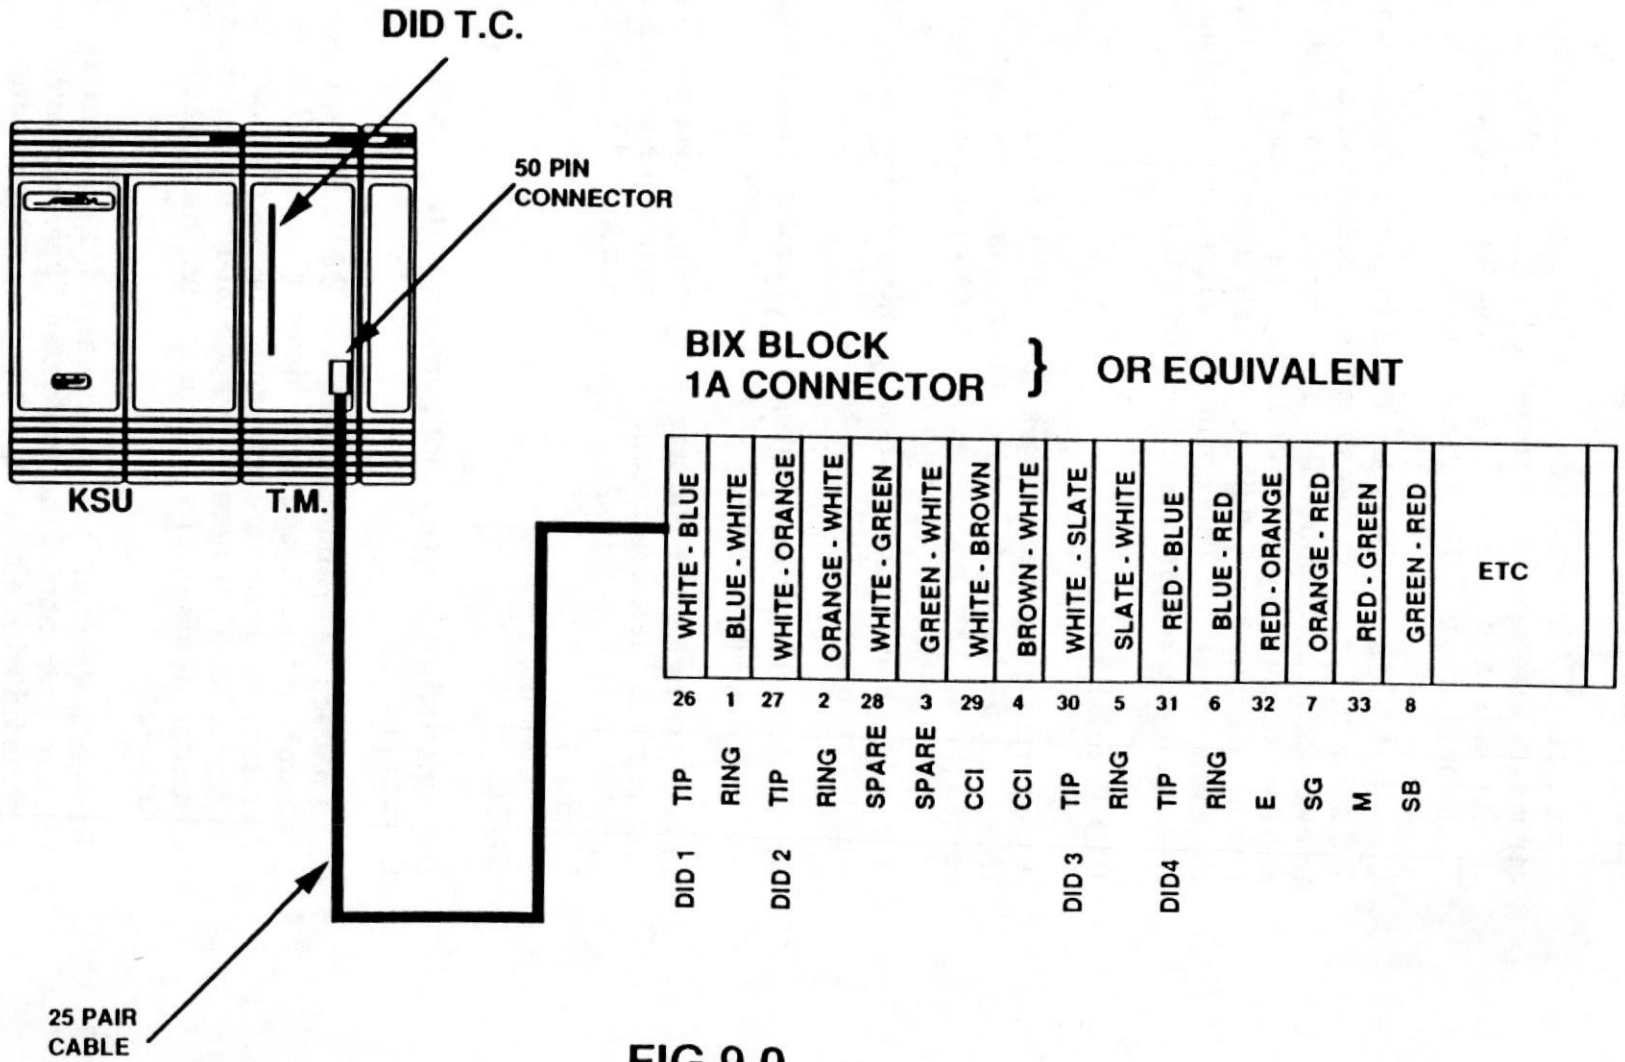

FIG 9.0
The DID trunk cartridge provisions four (4) DID trunk circuits. Physical wiring connections are shown in Fig 9.0.